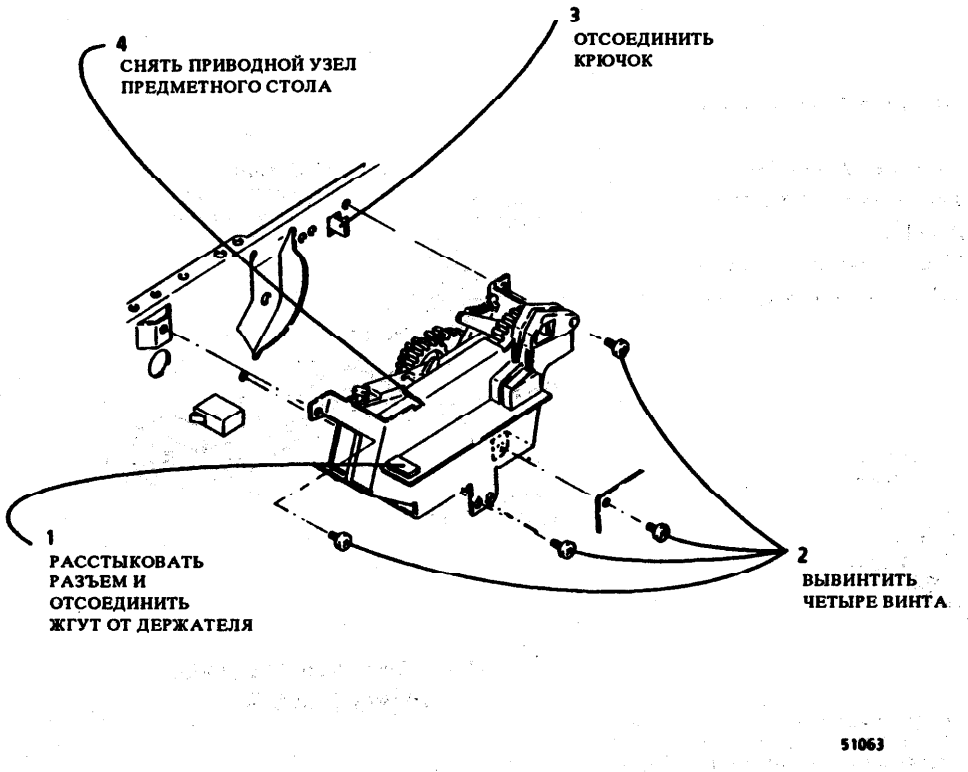

Рис. 1. Снятие приводного узла предметного стола (5009)
3. (Рис. 1): снять узел привода предметного стола.